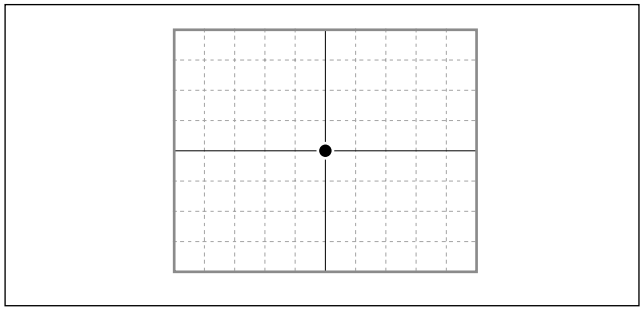

図 4-3
③ オシロスコープの TIME/DIV スイッチを X-Y MODE にします。
④ オシロスコープの CH1、CH2 の偏向感度 (VOLTS/DIV) を 500 mV/DIV にします。
⑤ オシロスコープの CH1 および CH2 の INPUT COUPLING スイッチを DC にします。
⑥ オシロスコープの CH1、CH2 のオフセットを 1.3 V に設定します。(図 4-3 参照)